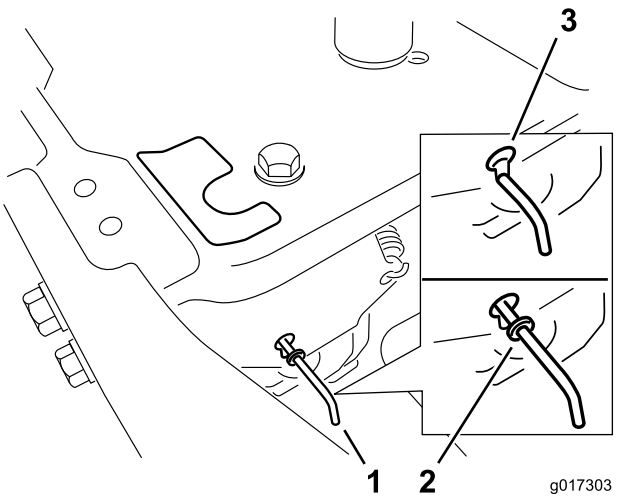

Figuur 25
4. Zet de omloophendels naar voren door het "sleutelgat" en dan naar beneden om ze vast te zetten (Figuur 25).
Zet de omloophendels naar achteren door het spiegat en dan naar beneden om ze vast te zetten zoals wordt getoond in Figuur 25.